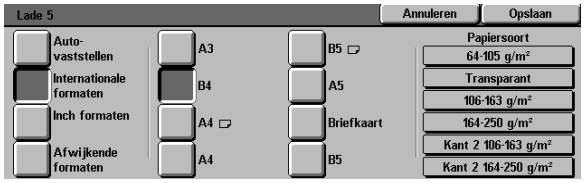

Figuur 25: Lade 5 Internationale formaten
- De toets **Internationaal** aanraken en een van de vooringestelde internationale formaten (zoals A3 of A4) selecteren (zie figuur 25).